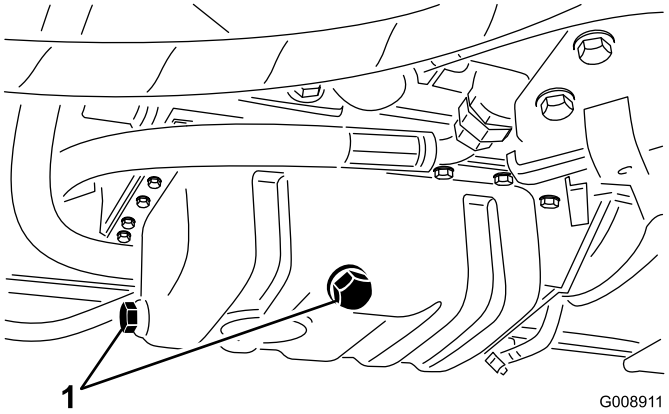

Figur 45
1. Ta bort någon av avtappningspluggarna (Figur 45) och låt oljan rinna ned i ett kärl. Sätt på avtappningspluggen igen när oljan har slutat att rinna.